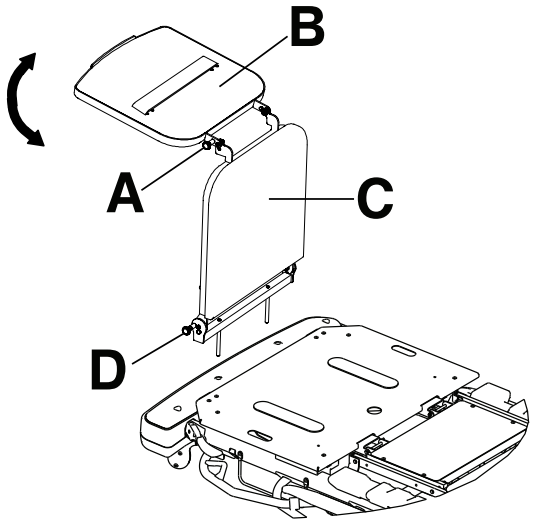

Figura 7 – Bandeja para desfibrilador/extensión para los pies
1. Tire hacia fuera del mando superior (A) (Figura 7).
2. Gire la bandeja para desfibrilador (B) hasta que esté plana sobre el extremo de los pies del producto. Suelte el mando superior (A). Asegúrese de que la bandeja para desfibrilador esté bloqueada en su sitio.
Para convertir la bandeja para desfibrilador/extensión para los pies en una extensión para los pies (Figura 7):